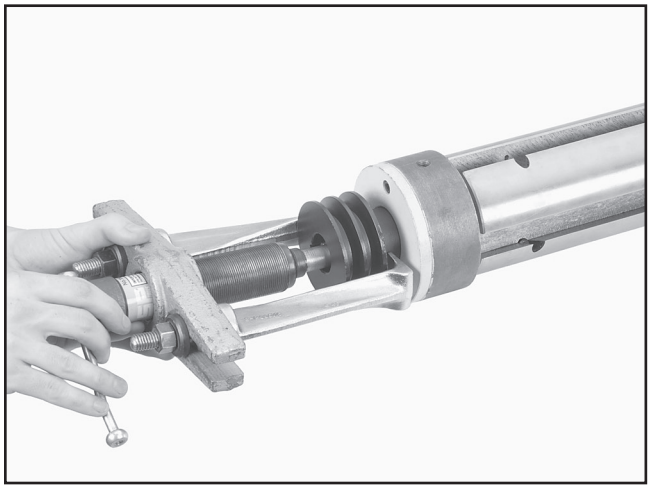

Figure 12. Removing pulley.
21. Remove the left-hand thread hex bolt and flat washer that secure the pulley, use a pulley puller to remove the pulley from the cutterhead **Figure 12**, then remove the key.